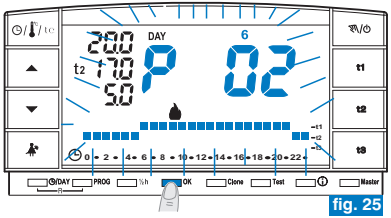

fig. 25
- Al finalizar la lectura del programa pulsar la tecla **OK** para reconfigurarlo (si no está esta operación, después 3 minutos el cronotermostato reconfigura el programa inicialmente configurado) ejemplo fig. 25.